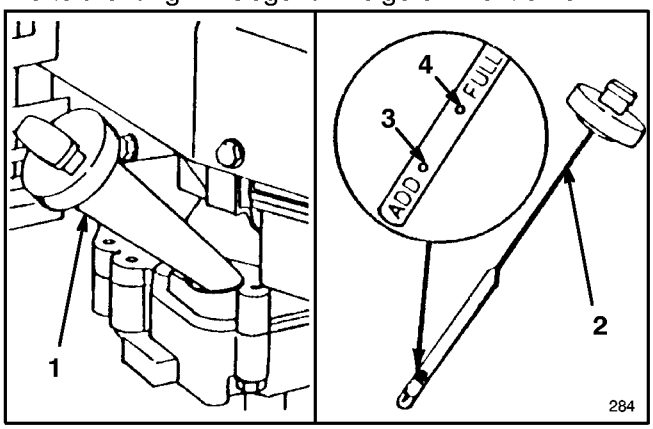

Abbildung 9
Das Kurbelgehäuse mit Öl vom Typ SAE 30 füllen, bis der Östand die Markierung VOLL auf dem Meßstab erreicht (siehe Abb. 9). Das Kurbelgehäuse faßt maximal 0,75 Liter Öl. Verwenden Sie qualitativ hochwertige Öle, die den API (American Petroleum Institute) Normen SE, SF oder SG entsprechen.
Vor jedem Gebrauch sicherstellen, daß sich der Ölstand zwischen VOLL und NACHFÜLLEN befindet (Abb. 9). Öl nachfüllen, falls der Ölstand zu niedrig ist.
3. Den Ölmeßstab abwischen und in den Einfüllstutzen stecken. Die Verschlußkappe um eine Vierteldrehung drehen. Den Meßstab wieder herausziehen und den Ölstand prüfen (Abb. 9). Ist der Ölstand niedrig, den Ölstand nur bis zur VOLL-Markierung auffüllen. **NICHT ÜBER DIE VOLL-MARKIERUNG ANFÜLLEN, DENN DER MOTOR KÖNNTE BEIM STARTEN BESCHÄDIGT WERDEN; ÖL LANGSAM EINFÜLLEN.**
1. ÖLSTAND PRÜFEN—Ölstand, wie auf dem Ölmeßstab gezeigt, zwischen VOLL und NACHFÜLLEN halten (Abb. 9).